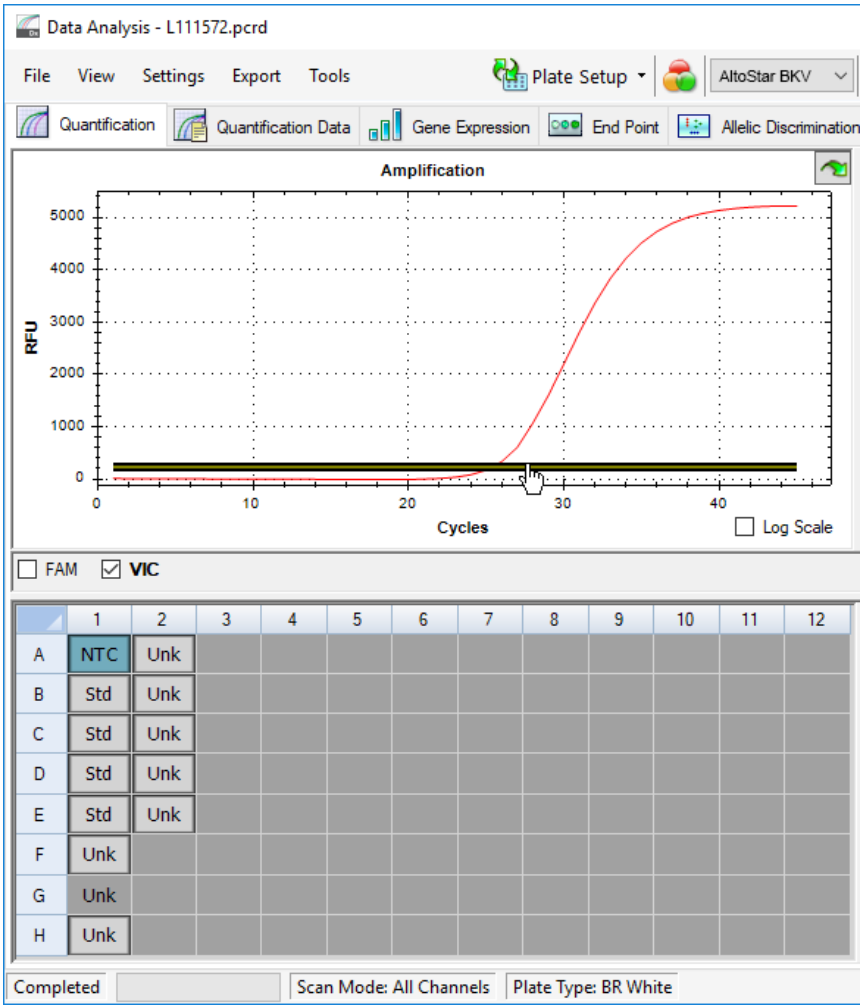

Figure 9: Fenêtre Data Analysis (Analyse des données) : définir le seuil VIC™
2. Sur la gauche de la fenêtre Data Analysis (Analyse des données), ne cochez que la case **VIC** pour le canal de détection de l'IC (voir la figure 9).
3. Sélectionnez uniquement le puits NTC sur la représentation visuelle de la plaque dans la fenêtre Data Analysis (Analyse des données) (voir la figure 9).
4. Faites glisser le seuil dans la zone exponentielle du signal NTC (voir la figure 9).